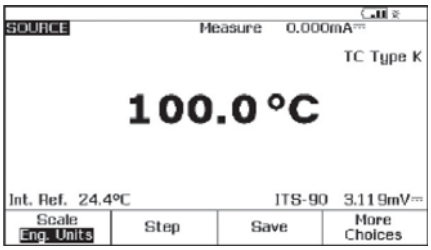

图 3.
4. 接着按“MEAS/ SOURCE”(测量/输出)按钮；现在应处于输出屏幕。因为要输出至热电偶，所以按一次“TC/RTD”。按 ENTER (确认)，选择 TC。利用下箭头将光标移动至“K”，然后按“ENTER”(确定)。选择“Linear T”(线性T)，然后按ENTER (确定)。DPC将以?????响应，请求输出温度。按“100”，然后按“ENTER”(确定) (图 3)。